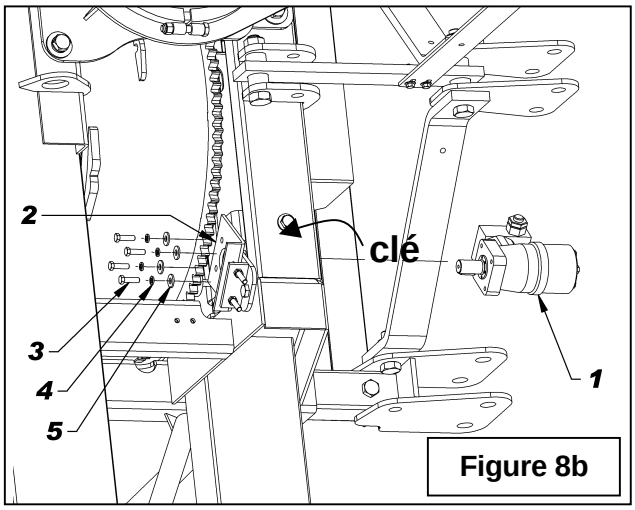
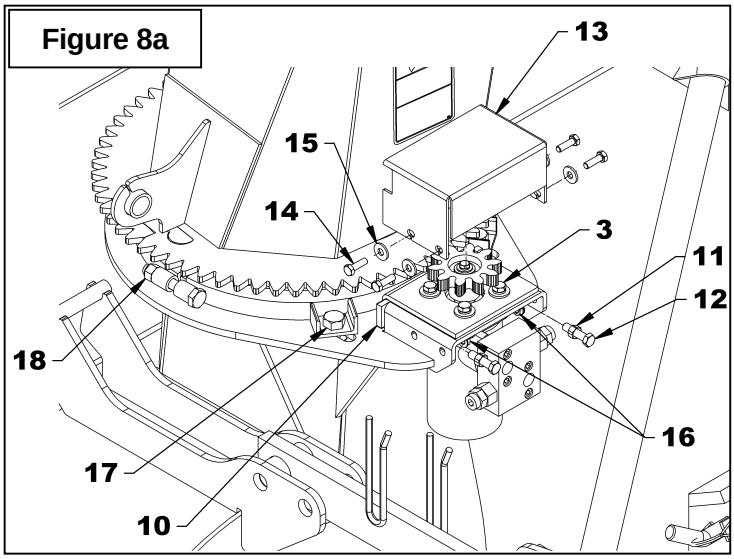

Figure 8b
Figure 8a
4. **Figure 8a:** Adjust the distance between the chute gear and the motor gear according to the following step:
- **A.** Slightly unscrew the two bolts (item 17) that hold the retaining plate.
- **B.** Screw the two nuts (item 18) simultaneously until the distance between the retaining plates and the chute base is leveled.
- **C.** Retighten the bolts (item 17) according to the ***"Torque Specification Table"***. located at the end of the manual.
- **D.** Adjust the gears to a distance between 1/32" and 1/16" by screwing the two bolts (item 12). Secure with the nuts (item 11) moving them against the anchoring flat bar (item 10). Tighten the four bolts (item 3) at 30 lbs-ft (41 N-M).
5. **Figure 8b:** Remove the gear and one of the four 3/8"NC x 1 1/4" bolts (item 3) holding the motor, apply Loctite® 243 on the bolt threads and tighten at 33 ft-lb (45 N-M). Repeat the same procedure with the other three bolts.
6. **Figure 8a:** Reinstall the gear and the cover (item 13) with four 5/16" x 1" bolts (item 14), 3/8" flat washers (item 15) on the outside and 5/16" serrated flange nuts (item 16) on the inside. Tighten according to the ***"Torque Specification Table"***.